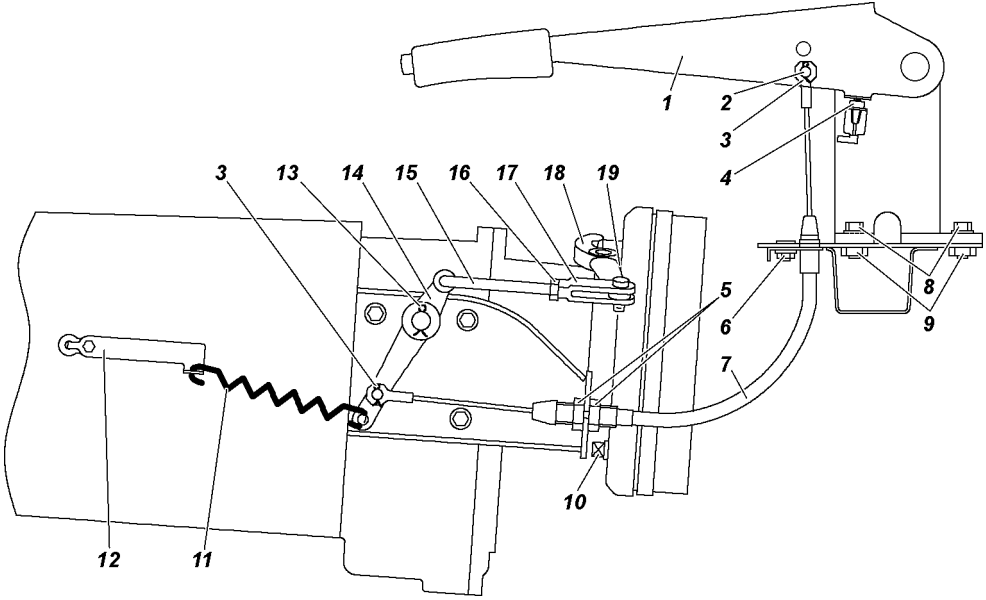

Рис. 9.38. Привод стояночного тормоза трансмиссионный:
Трансмиссионный стояночный тормоз с вннутренними колодками, действующий на трансмиссию (рис. 9.38).
2. Переместите рычаг стояночного тормоза 1 (рис. 9.38) в крайнее нижнее положение.